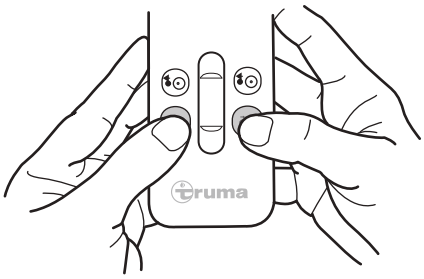

Fig. 14
► Pour plaquer les unités d'entraînement, appuyer simultanément sur les deux touches PLAQUAGE et les maintenir ainsi(Fig. 14). Après un différé de sécurité de 3 secondes, une tonalité retentit et le plaquage des rouleaux d'entraînement commence.